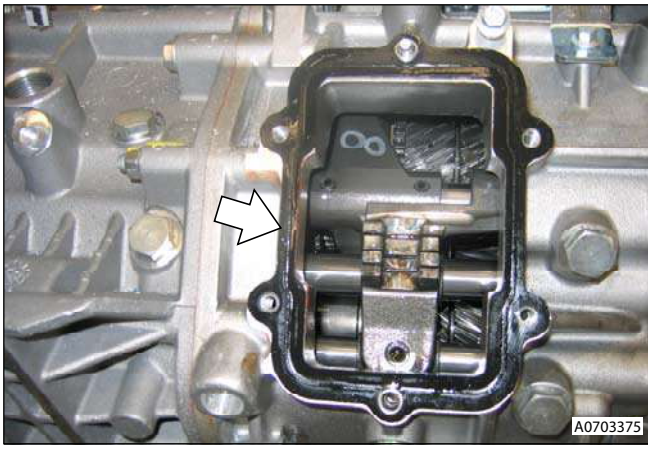

Figure 3
6. Remove and discard gasket (see Figure 3).